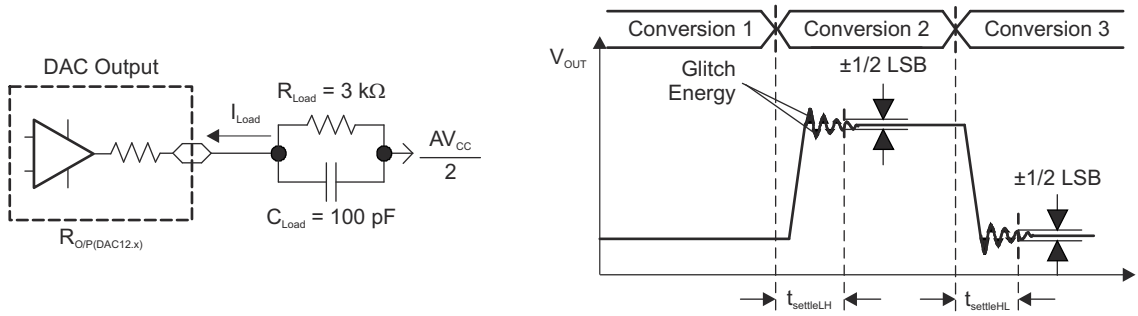
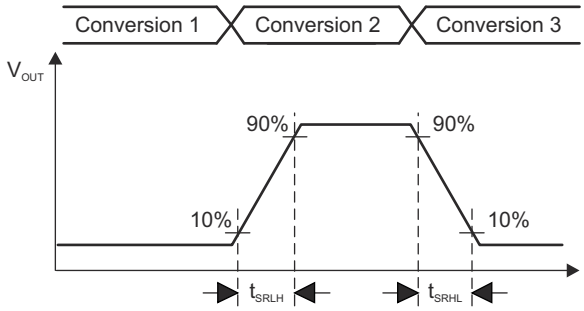

Figure 8-19. Settling Time and Glitch Energy Testing
Figure 8-20. Slew Rate Testing
$V_{REF} = V_{CC}$, DAC12IR = 1 (see Figure 8-19 and Figure 8-20), over recommended ranges of supply voltage and operating free-air temperature (unless otherwise noted)
(1) R_{Load} and C_{Load} connected to AV_{SS} (not $AV_{CC}/2$) in Figure 8-19.
(2) Slew rate applies to output voltage steps ≥200 mV.